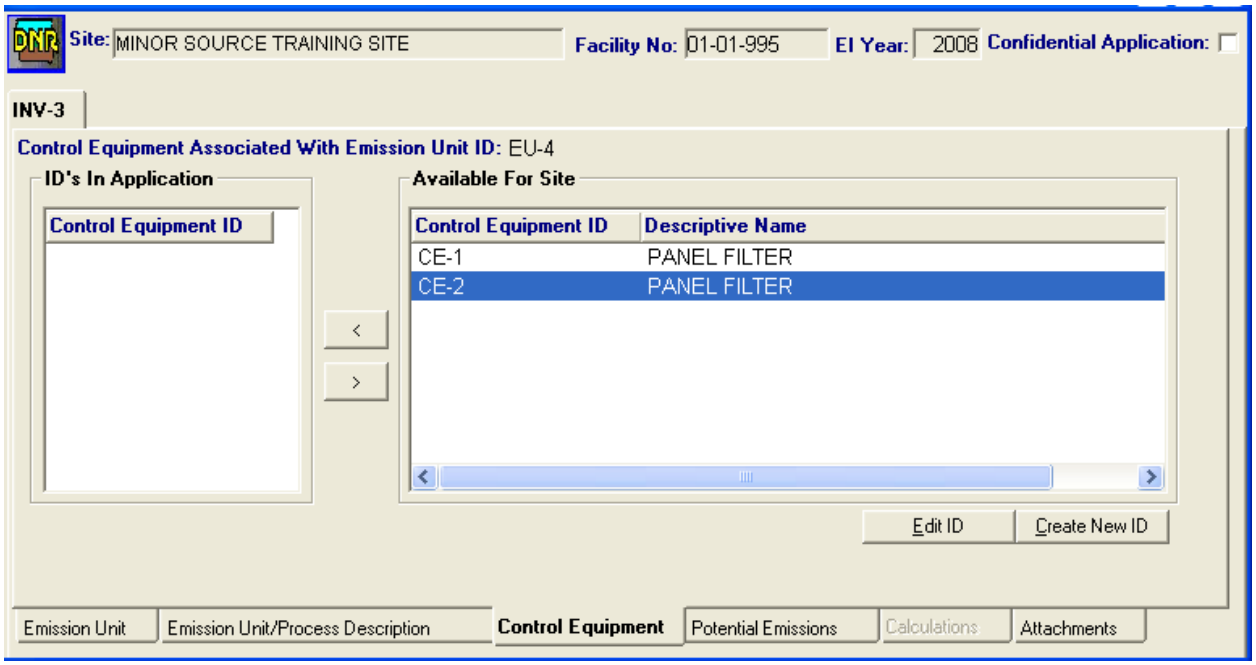

Figure 9.13 – New Control equipment CE-2 which is connected to EP-4 and EU-4 in Site Management is not connected to these in INV-3 yet.
8. Click the **Control Equipment** sub tab (see Figure 9.13).